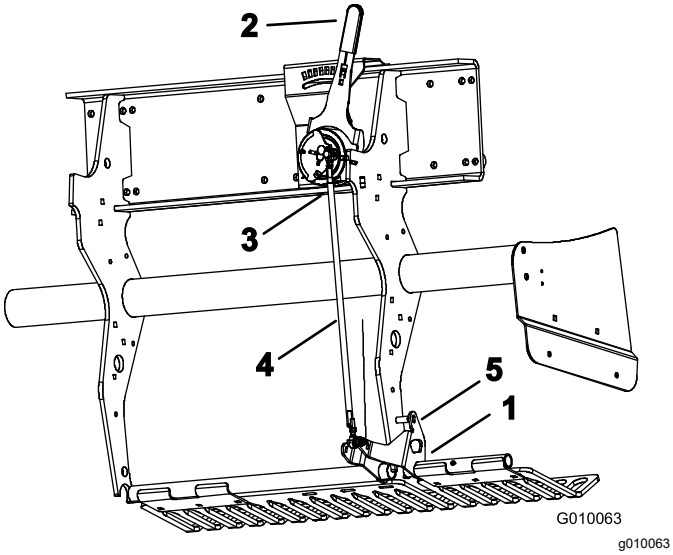

Figur 60
2. Drej plæneafskærmningens venstre monteringsbeslag (Figur 60) op, indtil der kan sættes en låsestift, f.eks. en borestang eller bolt (8 mm), ind mellem beslaget og det dybdeindstillingsrør, der er svejset fast på rammen.
3. Flyt håndtaget til indstilling af tinedybden (Figur 60) til H-positionen (dybeste).
4. Afbryd den udvendige kuglekontakt (Figur 60) fra ledningsnettet (hoved lavt-kontakt).
5. Løsn kontramøtrikkerne (venstre og højre) på dybdejusteringsforbindelsesstangen (Figur 60).